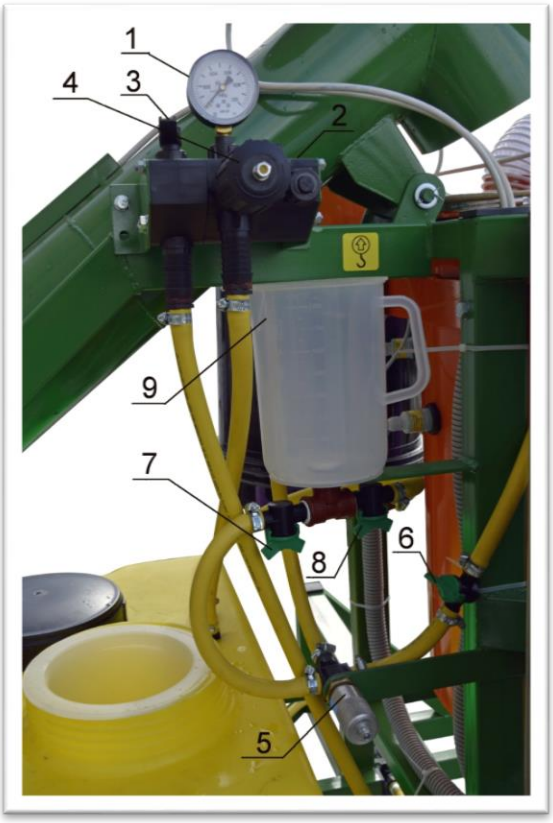

Рисунок 8.1 Система дозирования раствора
- установить тумблер «Насос» в положение "Включено" - включается электродвигатель насоса. При этом ручки кранов (поз. 7 и 8 рис.8.1), находящихся на мерном стакане должны быть в следующем положении:
в) кран подачи раствора на МДС (поз. 6 рис. 8.1) закрыт.
Регулировочная гайка регулятора (поз.4рис.8.1) должна быть в положении «Открыто», рычаг секции регулятора 2 в положении «ВКЛ» и рычаг крана регулятора 3 в положении «Открыто»
9.3.2 Рычаг крана регулятора (поз.3 рис.8.1) должен быть в положении «Открыто», рычаг секции регулятора (поз.2 рис.8.1) – в положении «ВКЛ» и далее, как в п. 8.4.
9.3.4 Вращением регулировочной гайки регулятора давления (поз.4 рис.8.1) установить рабочее давление в системе дозирования равным 0,06 МПа, контролируя его значение по манометру.
9.3.5 Краны, которые расположены под мерным стаканом, должны находиться в открытом положении. Кран подачи раствора на МДС (поз.6 рис.8.1) должен быть в закрытом положении.
9.3.6 Предварительно установить необходимую дозу расхода рабочего раствора вращением маховика дозатора (поз.5 рис.8.1), использовав настроечную таблицу 9.3
9.3.7 При помощи секундомера, используя мерный стакан провести замер фактического расхода рабочего раствора, ***закрыв сливной кран (поз.8 рис.8.1) с мерного стакана*** за 30 с. При помощи цифровой шкалы, которая нанесена на мерном стакане, определить минутный расход рабочего раствора. После замера сливной кран открыть.
Корректировка минутного расхода рабочего раствора производится вращением маховика дозатора (поз.5 рис.8.1).
рычаг крана регулятора (поз.3 рис.8.1) в положении открыто
кран (поз.7 рис.8.1) в положении закрыто
кран подачи раствора на МДС (поз.6 рис.8.1) в положении открыто